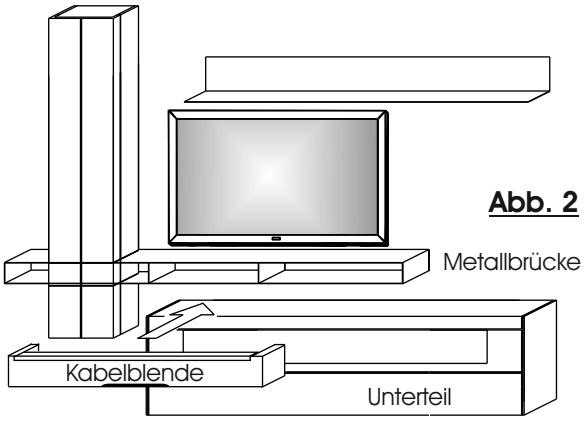

Abb. 2
2. Schieben Sie anschließend die Kabelblende von vorne zwischen dem Unterteil und der Metallbrücke. (Abb. 2)